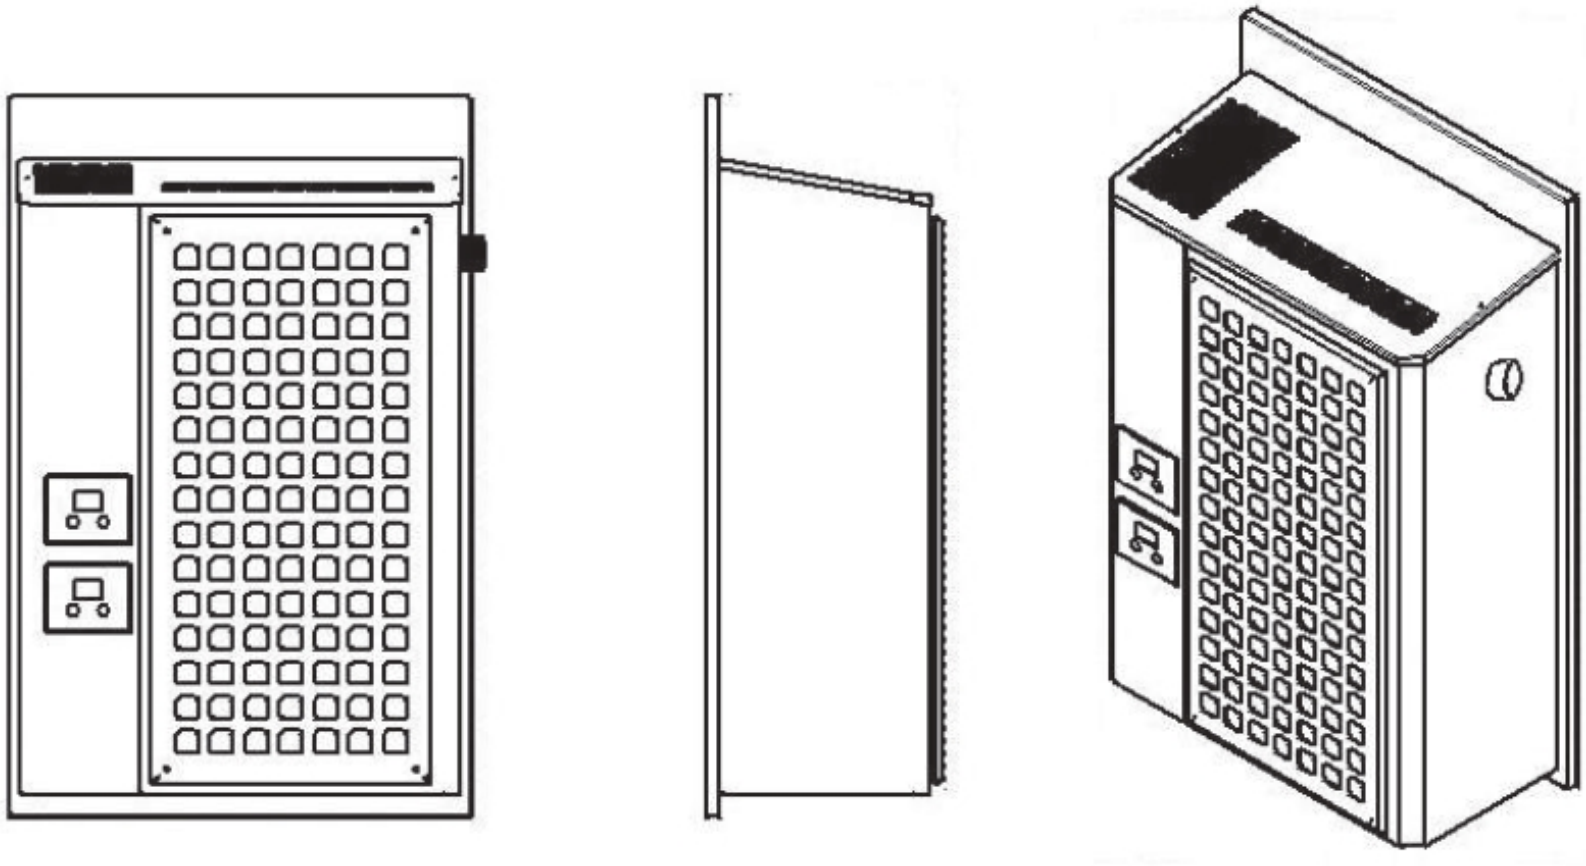

Рис. 1. Внешний вид электропечи 3/220 ; 5/ 220
- Электрического генератора перегретого пара – далее в тексте ЭГПП (рис. 1; 2)